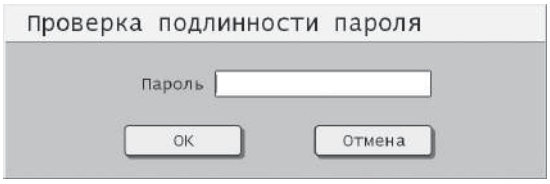

рисунок 4.23
1. Открыв меню [Security setup] (Безопасность настройки), выберите вкладку [Security account] (Безопасность счетом). (См. рисунок 4.23)